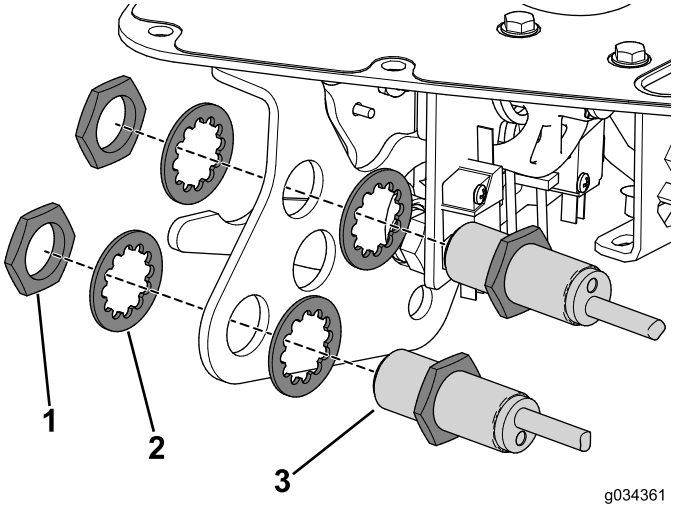

**Figura 7**
5. Remova as porcas que fixam os sensores de proximidade ao suporte da alavanca de funcionamento (Figura 7).